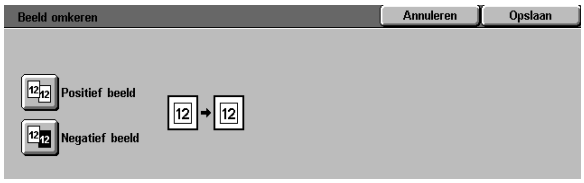

Figuur 26: Scherm Negatief beeld
2. Het pictogram **Negatief beeld** aanraken om het scherm Negatief beeld te tonen (figuur 26).